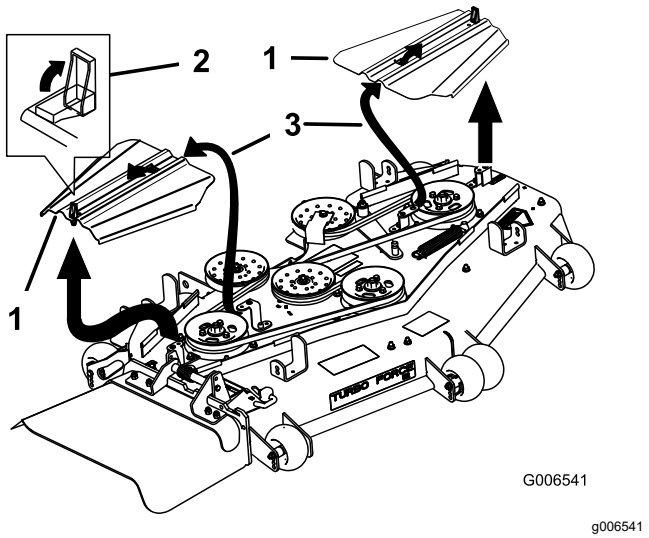

Figur 86
5. Ta bort remkåporna (Figur 86).